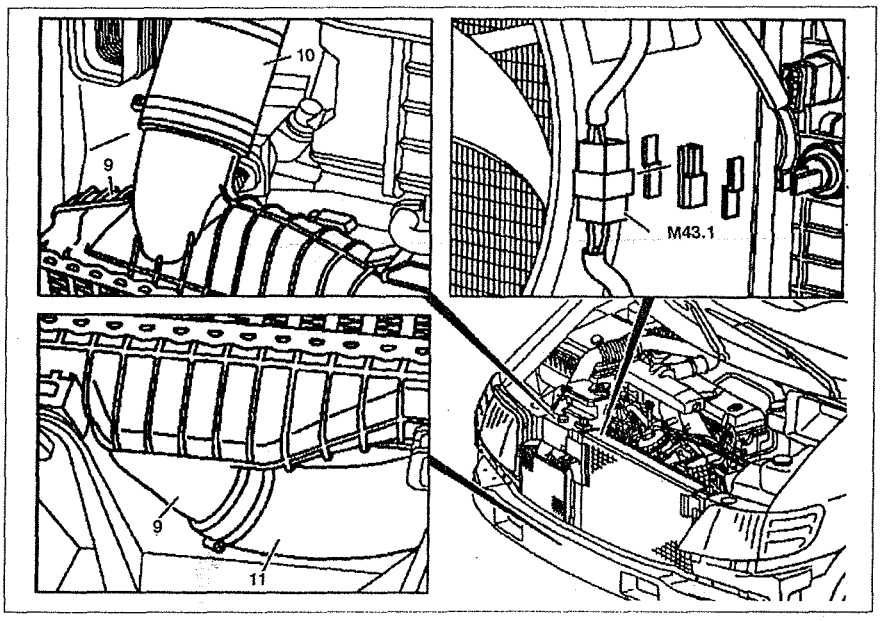

Рис. 4.33. Радиатор:
8. Ослабьте и отсоедините верхнюю **10** и нижнюю **11** трубки подачи сжатого воздуха от радиатора **9** сжатого воздуха и закрепите их сбоку (см.рис.4.33).